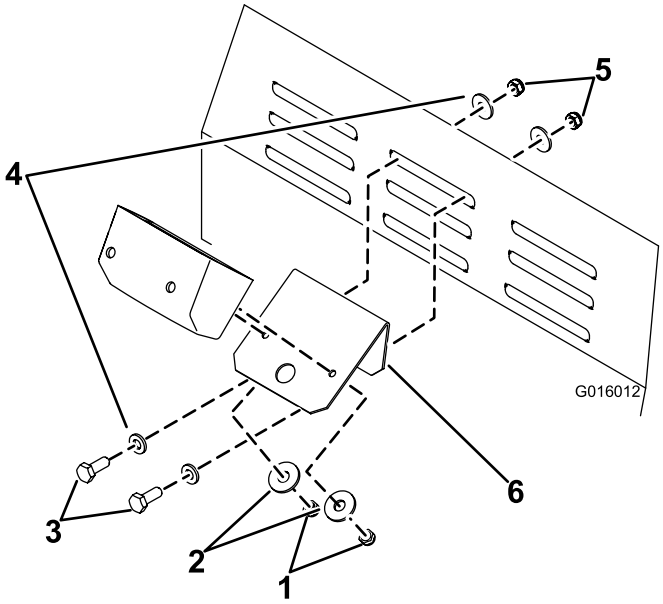

**Figura 17**
**Z593 -** Pase el cable por el panel trasero (ranura central) y por el pasacables de la luz de la placa de matrícula. Conecte los conectores a la placa. Monte la luz de la placa de matrícula en el soporte de la luz con 2 tuercas (M5) y 2 arandelas (1/4 x 3/4 pulgada). Monte el conjunto en el panel trasero con 2 pernos (M6 x 16), 4 arandelas (M6 x 12), y 2 tuercas (M6) (Figura 17).